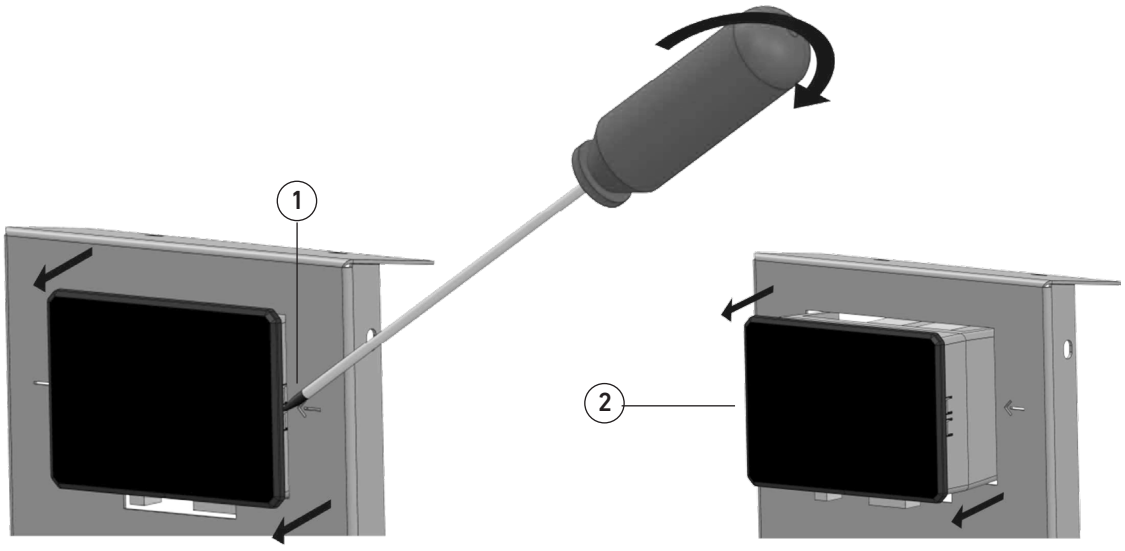

fig. 21
- Tourner légèrement le tournevis vers la tôle et appuyer doucement dans le sens de la flèche pour dégager les dents de fixation de la centrale (Fig. 21, détail 1) et l'extraire de son logement (fig. 21 détail 2) ;
- Retirer la centrale et enlever les fiches de connexion (fig. 21, détail 2).